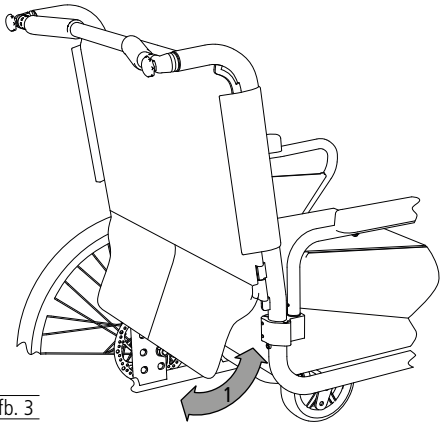

afb. 3
1. De rugmat kan aan de onderkant van de zitting met klittenband vast worden gezet. Zo wordt de opening tussen rugleuning en zitting gesloten (1, afb. 3).